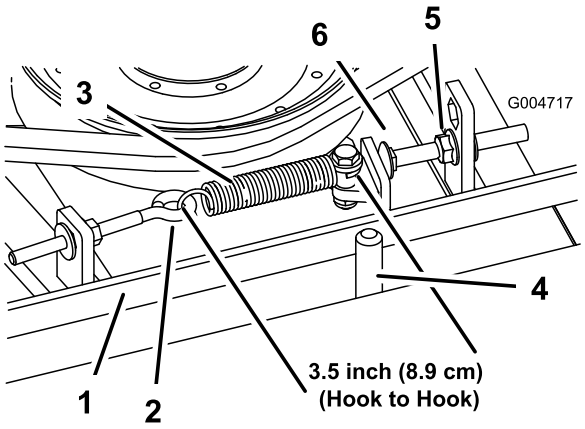

Figuur 69
Als de juiste spanning verkregen is, moet de binnenmeting van de trekveer (haak tot haak) ongeveer 8,3 cm tot 9,5 cm bedragen. Als de veer de juiste spanning heeft, moet u de aanslagbout (slotbout) afstellen totdat de afstand tussen de kop van de bout en de arm van de spanpoelie ongeveer 2 tot 5 mm is (Figuur 69).
Opmerking: Plaats de riem aan de kant van de riemgeleider die naar de veer is gekeerd (Figuur 69).
2. Draai de oogbout los om de trekveer te kunnen verwijderen (Figuur 69).
3. Maak de flensmoer los waarmee de aanslagbout aan het lipje is bevestigd en trek de spanpoelie weg van de riem om de riem te ontspannen (Figuur 69).
9. Bevestig de trekveer (Figuur 69) aan de oogbout en span de riem als volgt: